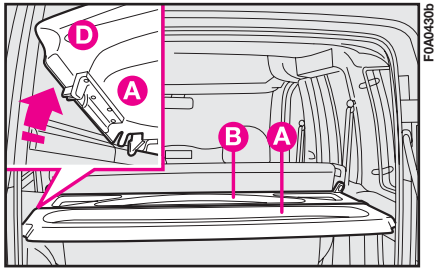

fig. 124
La tablette est constituée de deux parties **fig. 124**. Pour l'enlever complètement, agir comme suit:
2) Soulever la partie **A-fig. 124** de la tablette, jusqu'à la mettre sur la partie **B**.
Pour remonter la tablette, positionner les accrochages centraux **D-fig. 124** dans les endroits prévus; renverser ensuite la partie **B** puis la partie **A** en s'assurant que l'accrochage dans les endroits prévus sur les étagères a eu lieu.